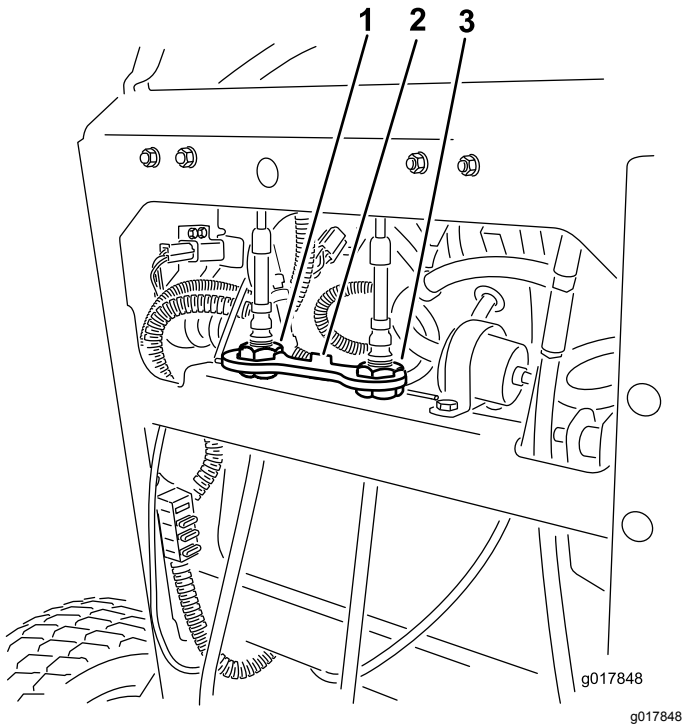

**Figur 56**
4. Roter højre kabeljustering for at sætte højre bevægelseshåndtag i midten af kontrolpanelets neutrale låseposition (Figur 56).